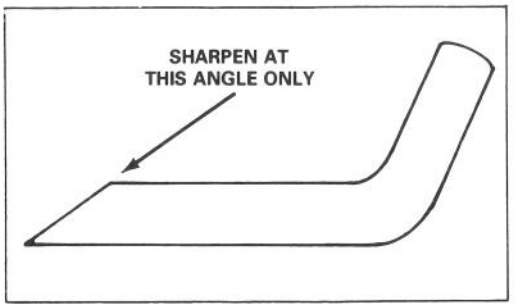

Figure 15
6. SHARPENING BLADE — Using a file, sharpen top side of blade and maintain original cutting angle (Fig. 15). The blade will remain balanced if same amount of materal is removed from both cutting edges.